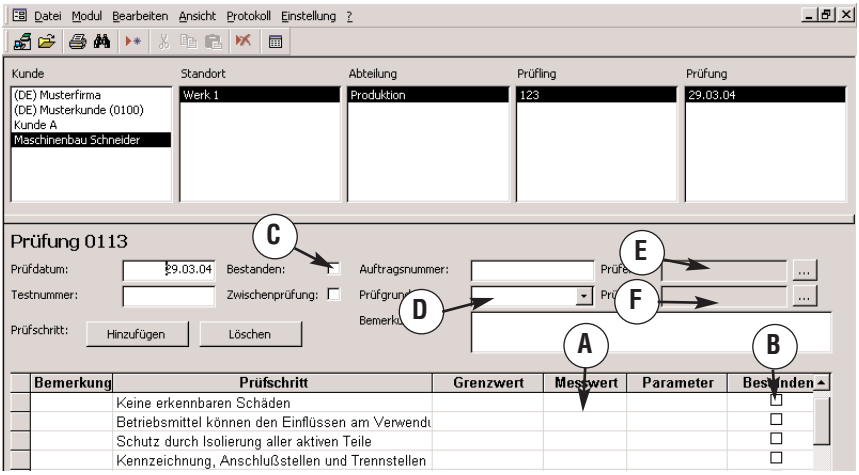

Bild 11.7: Datensatz für Prüfung hinzufügen
- Kreuzen Sie für die sieben aufgeführten Sichtprüfungen die Felder "Bestanden" an (siehe B, Bild 11.7).
- Geben Sie nun Messwerte für die beiden Schutzleiterspannungsfall-Messungen ein. Sie müssen zur Eingabe von Messwerten einen Doppelklick auf das jeweilige Eingabefeld machen. Geben Sie hier z.B. Messwerte von 1,55 V und 1,60 V ein (siehe A, Bild 11.7).
- Geben Sie nun Messwerte für die Isolationsprüfungen und Restspannungsprüfung ein, zur Eingabe von Messwerten hier ebenfalls einen Doppelklick auf das Eingabefeld machen. Geben Sie z.B. für die Isolationsprüfung Messwerte von 150 MOhm und für die Restspannungsprüfung eine Entladezeit von 3,5 s ein (siehe A, Bild 11.7).
- Kreuzen Sie für die eingegebenen Messwerte die Felder "Bestanden" an (siehe B, Bild 11.7).
- Kreuzen Sie für alle weiteren Einzelprüfungen die Felder "Bestanden" an (siehe B, Bild 11.7). Nun wird automatisch das Feld "Bestanden" (siehe C, Bild 11.7) aktiviert.
- Geben Sie nun einen Prüfgrund an, klicken Sie dazu auf das Feld [▾] rechts neben dem Eingabefeld (siehe D, Bild 11.7). Es erscheint dann eine Liste mit einer Auswahl, wählen Sie z.B. "Erstprüfung" aus.
- Geben Sie nun einen Prüfer an, klicken Sie dazu auf die Schaltfläche "..." rechts neben dem Eingabefeld (siehe E, Bild 11.7). Es erscheint dann ein Fenster mit der Liste aller angelegten Prüfer, wählen Sie einen Prüfer (z.B. den von Ihnen bei Grundeinstellungen unter 5.1.5 angelegten Prüfer) aus der Liste aus und bestätigen Sie mit "OK".
- Geben Sie nun ein Prüfgerät an, klicken Sie dazu auf die Schaltfläche "..." rechts neben dem Eingabefeld (siehe F, Bild 11.7). Es erscheint dann ein Fenster mit der Liste aller angelegten Prüfgeräte, wählen Sie ein Prüfgerät aus der Liste aus und bestätigen Sie mit "OK".